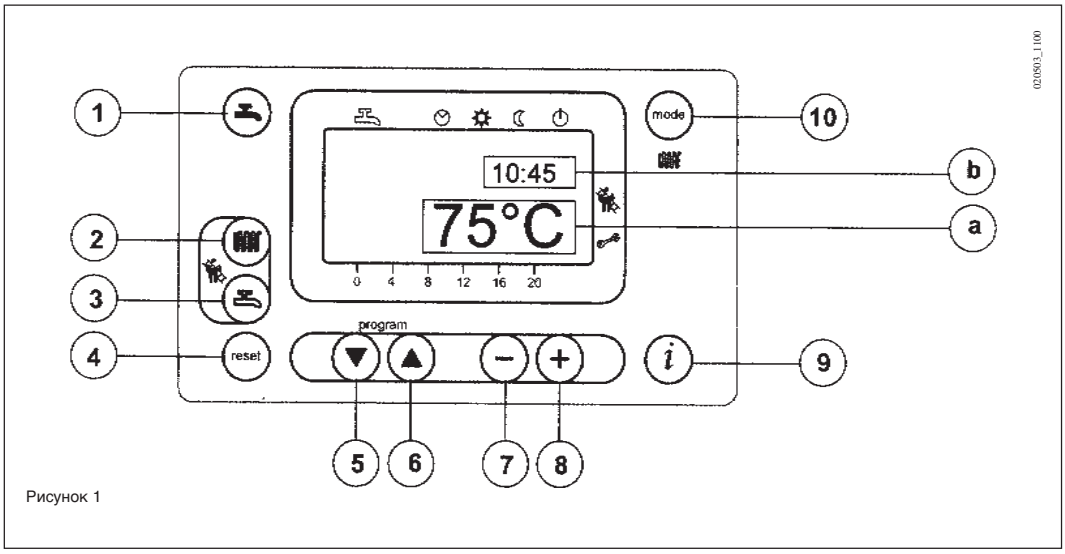

Рисунок 1
- Нажать кнопку (поз. 2 на рис. 1) для регулировки температуры воды системы отопления.
- Нажать одну из этих двух кнопок mode (поз. 1 или 10 на рис. 1) для записи заданного параметра в память и возврата к главному меню.
Примечание - Если к котлу подключен внешний зонд, при помощи кнопки (поз. 2 на рис. 1) можно смещать кривую отопления. Нажать кнопки для уменьшения или увеличения комнатной температуры обогреваемого помещения.
- Нажать кнопку (поз. 3 на рис. 1) для регулировки максимальной температуры хозяйственной воды.